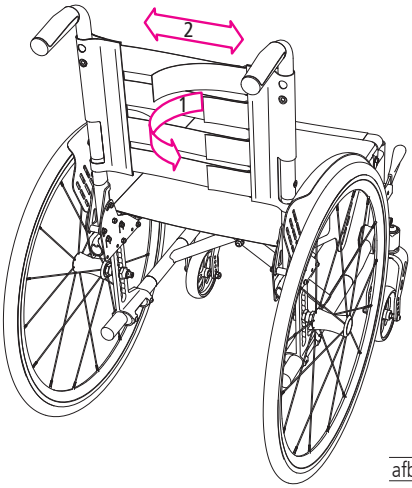

afb. 9
3. Maak nu de spanbanden (1, afb. 9) los en pas de lengte aan (2, afb. 9) totdat u een comfortabele zitpositie gevonden heeft.